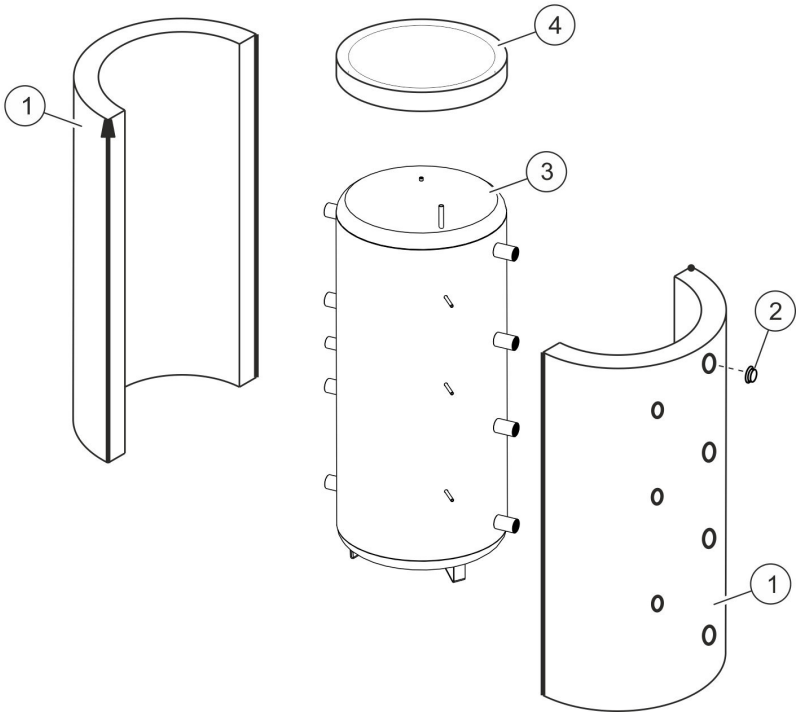

Abb. 6: Wärmeisolierung Komponenten
9. Montieren Sie die obere Wärmeisolierung (Abb. 6/4) auf dem Schichtenpufferspeicher.